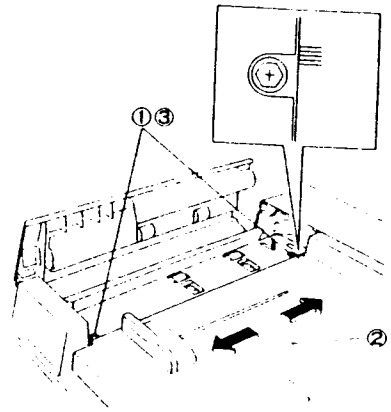

Рис. 2 NZM-0179
1. (Рис. 2): Выполните регулировку перемещением узла входного лотка вперед или назад.
①. Ослабьте винты (2).
②. Сместите лоток.